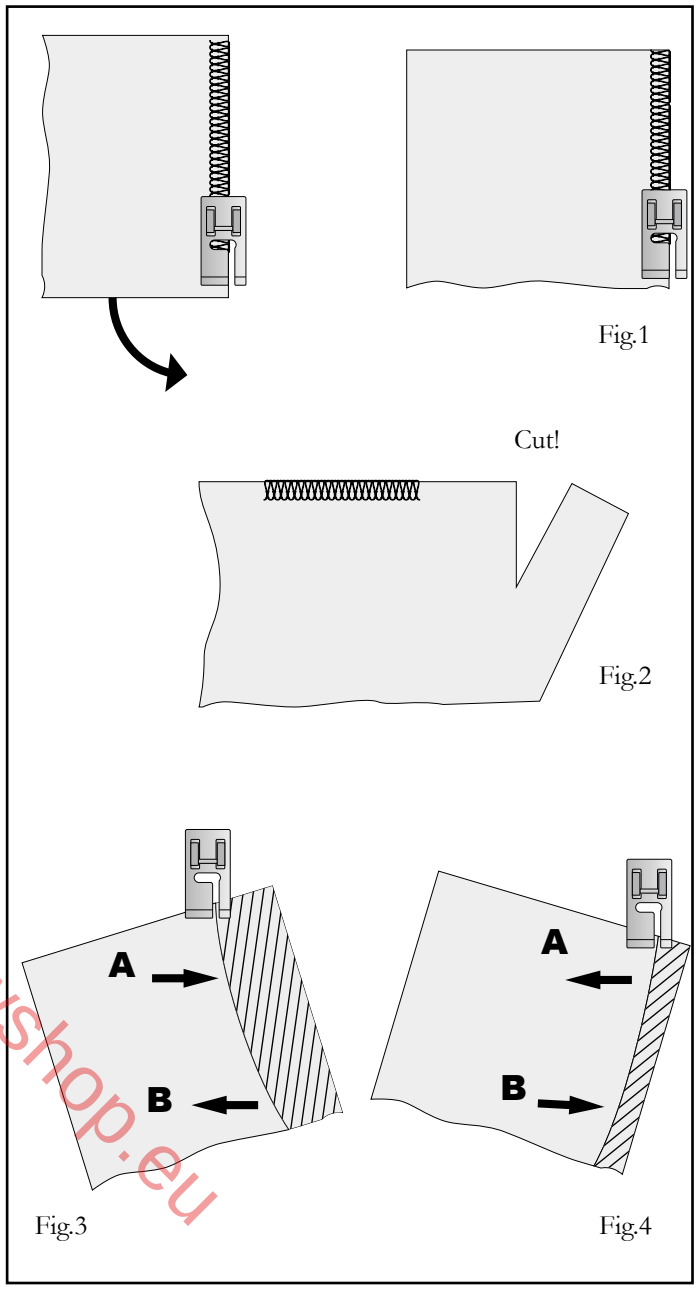

Fig.1 Fig.2 Fig.3 Fig.4
3. Turn the fabric, lower the presser foot and begin stitching in the new direction. Fig. 1.